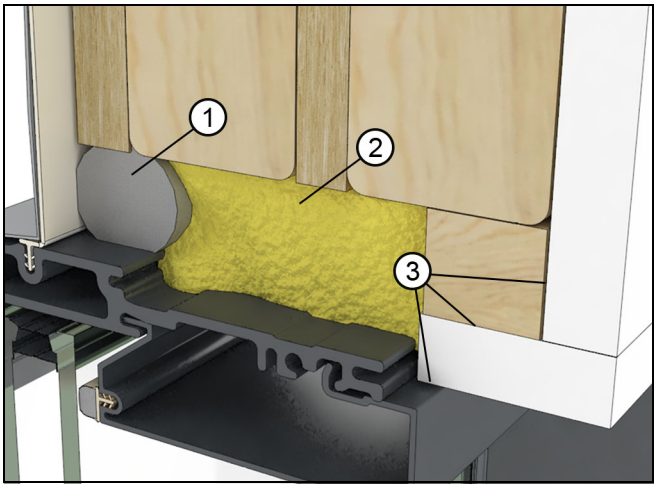

Figure 58
1. Apply insulation in the rough opening, against the backer rod installed earlier. Seal all joints where drywall returns to the window frame. See Figure 58.